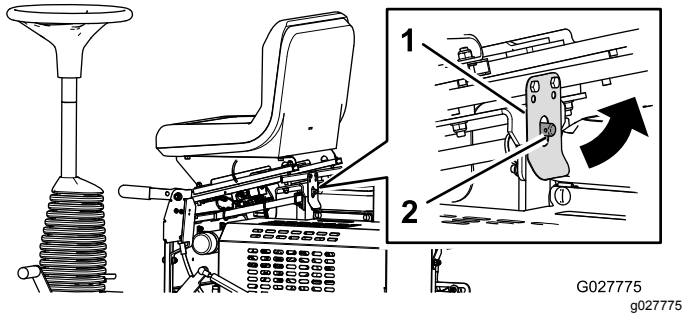

Figur 20
2. Åpne setelåsen, og vipp setet forover (Figur 20).